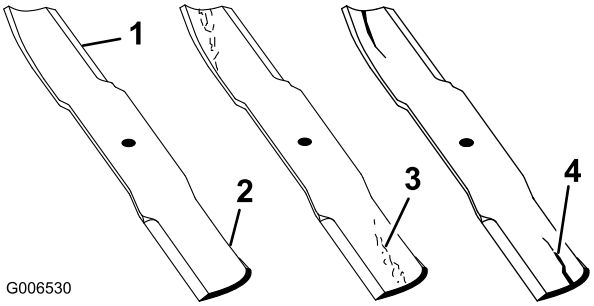

Figur 87
1. Efterse skærekanterne (Figur 87). Hvis kanterne ikke er skarpe, eller hvis de har hakker, skal skæreknivene afmonteres og slibes. Se afsnittet Slibning af skæreknivene.
2. Efterse knivene, især det buede område (Figur 87). Hvis kniven er beskadiget eller slidt, eller hvis der er antydning af en revne i dette område (Figur 87), skal du straks montere en ny kniv.